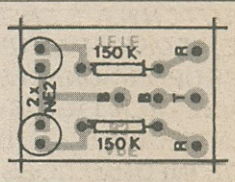

Fig. 3
- FIG. 3 - *CHAPEADO* DA MONTAGEM - Agora pela outra face (a não cobreada...), temos o impresso já com os poucos componentes posicionados e identificados. As duas lampadinhas de Neon devem ficar "em pé" sobre a plaquinha, enquanto que os dois resistores ficam "deitados", tudo bem rente à superfície do fenolite, de modo a ocupar o mínimo possível de espaço... Terminadas as ligações soldadas, a plaquinha deverá ser cuidadosamente observada pela sua face cobreada, numa verificação da inexistência de corrimentos ou curtos, perigosos e danosos para um circuito desse tipo e uso... Comprovada a exatidão das ligações, as sobras dos terminais podem ser cortadas, a fim de ser então providenciada a próxima fase: conexões externas e *embutimento* do circuitinho...